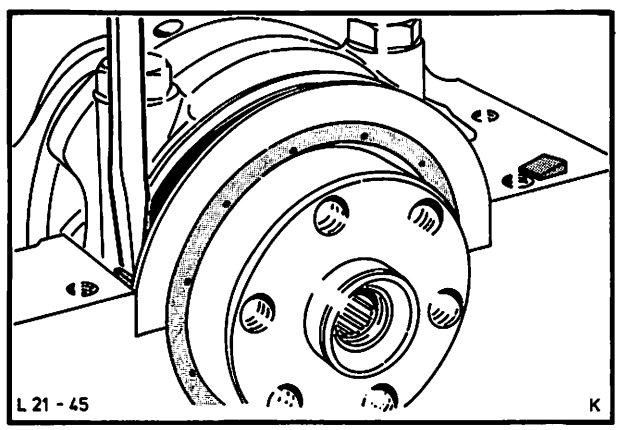

Abb. 60 Dichtkeile hinterer Hauptlagerdeckel mit einem **stumpfen** Schraubenzieher eintreiben
36. Dichtkeile des hinteren Hauptlagerdeckels, Abb. 60, mit Dichtmasse (Teil-Nr. A 70SX-19554-BA) bestreichen und mit einem **stumpfen** Schraubenzieher eintreiben. Die runde Seite des Dichtkeiles ist mit einer roten Farbkennzeichnung markiert und muß bei der Montage zum Lagerdeckel zeigen.